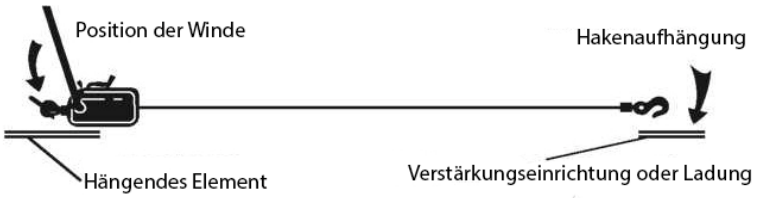

Abbildung 3. Ziehen der Last mit der ZNL-Seilwinde
- Bei Ziehen/Durchziehen der Last soll das Seil in die ZNL-Seilwinde streng entlang seiner Achse ohne Einbiegungen einlaufen (siehe Abbildung 3).